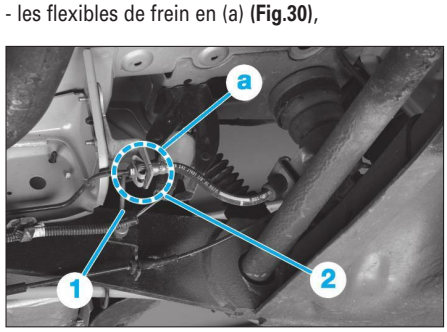

**Fig. 30**
- les flexibles de frein en (a) **(Fig.30)**,